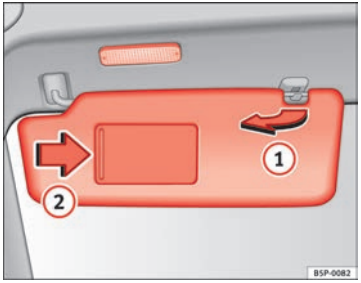

Fig. 81 Sun visor on the driver side
The sun visors for the driver and the front passenger can be pulled out of their mountings in the centre of the vehicle and turned towards the doors ⇒ Fig. 81 (1).